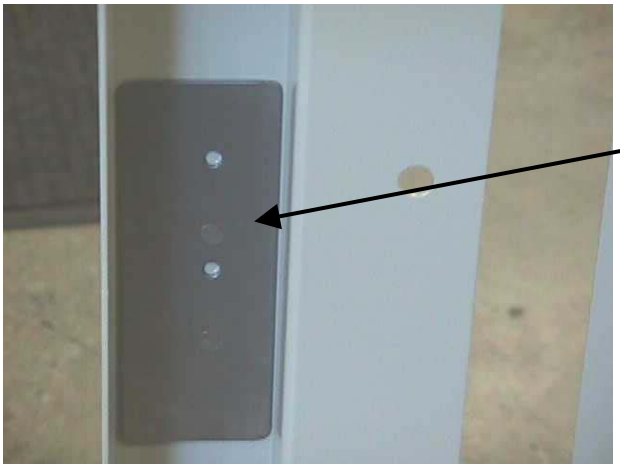

FIGURE 8
4.6 If using the 2230 5th Wheel, attach the Hole Template to the 5th Wheel using the two existing holes and drill the two holes using a 3/16” inch drill bit. The Hole Template comes with the 2223 5th Wheel modification kit. (see figure 8)